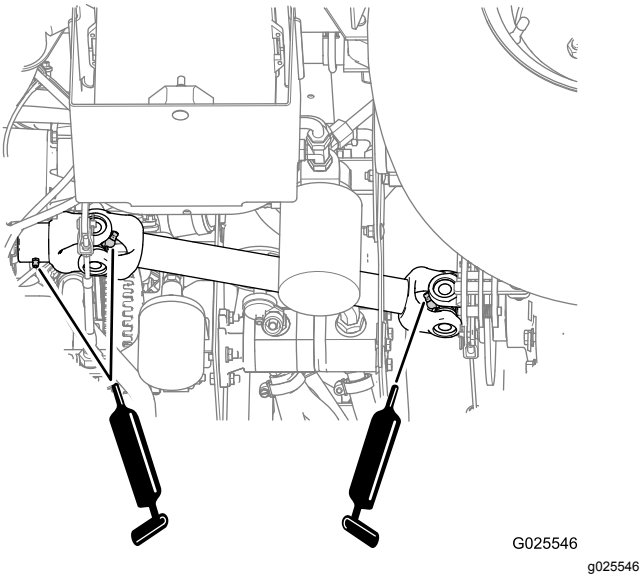

Figur 39
- **Drivaksel med U-ledd (2)**. Se Figur 39
- **Bevegelig krysshode (1)**. Se Figur 39